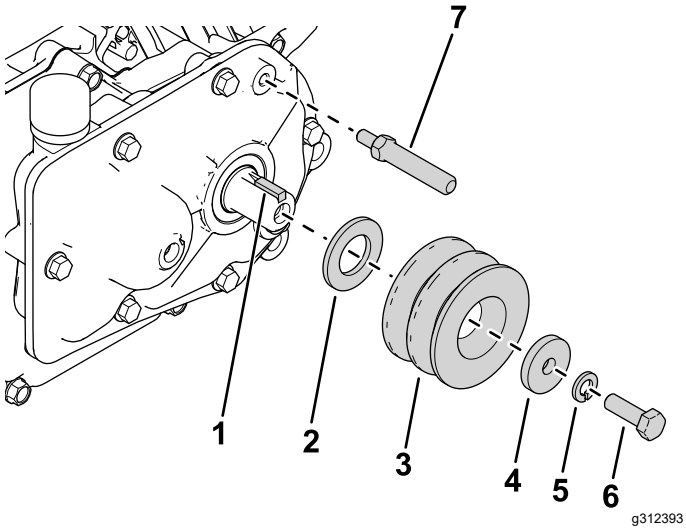

Figure 2
2. Posez la clavette carrée sur l'arbre de sortie (Figure 2).
3. Installez la nouvelle rondelle (M20), la poulie d'entraînement, la rondelle (5/16"), la rondelle-frein et le boulon (5/16" x 1"), comme montré à la Figure 2.
4. Montez l'axe de pivot de traction sur le boîtier d'engrenages (Figure 2).